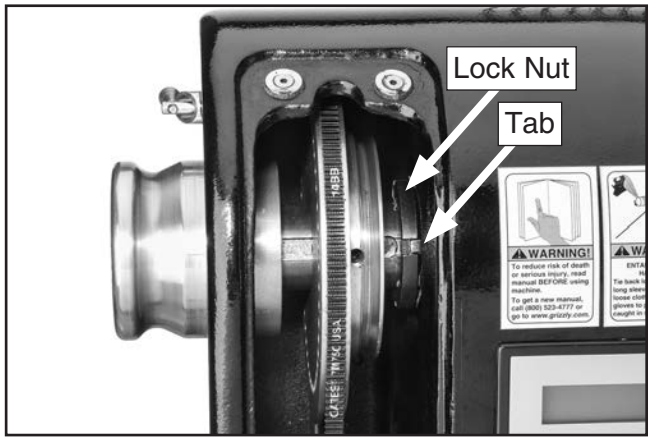

Figure 70. Location of bearing lock nut inside headstock.
3. Carefully bend back any tabs (see **Figure 70**) on tabbed lock washer.